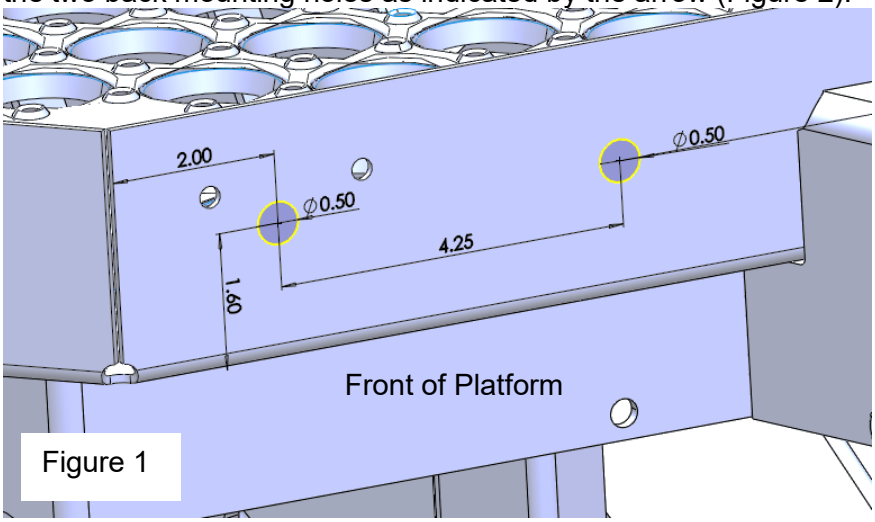

Figure 1
**Tank and Tank Mounting Brackets-** On the front platform of the baler, mark the holes as indicated (Fig 1). Locate platform bracket (001- 4705C) and position on the top of the platform as shown (Figure 2). Using the bracket as a template to mark the location, drill two 5/16" (8mm) holes in the front of the platform and the top of the platform using the dimensions shown. Using the carriage bolts and washers in parts bag 19 loosely secure the two back mounting holes as indicated by the arrow (Figure 2).